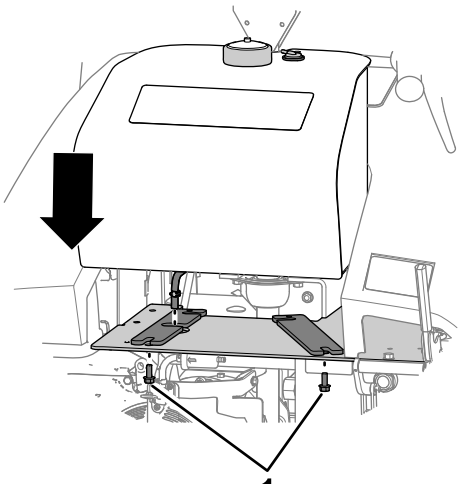

Figure 12
3. Alignez le réservoir de carburant (provenant du kit d'entretien) sur la machine et insérez le flexible d'alimentation et le robinet d'arrivée de carburant dans la plaque de support du réservoir (Figure 12).
6. Fixez le réservoir à la machine au moyen des 4 boulons à embase (Figure 12) et serrez les boulons à un couple de 23 à 28 Nm (17 à 21 pi-lb).